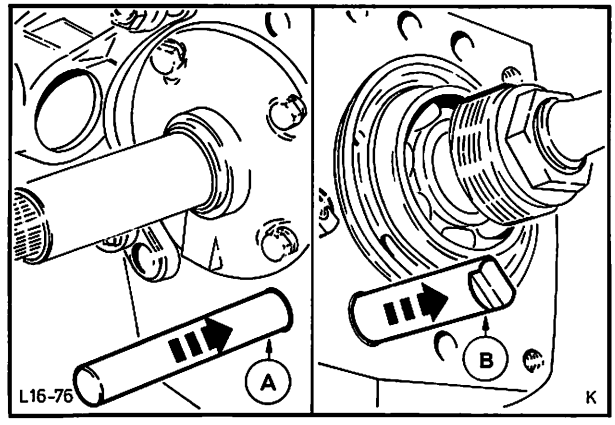

Abb. 92 Vorgelegewelle mit Werkzeug 16-003 herausschieben
16. Vorgelegewelle aus dem Preßsitz von vorn nach hinten heraustreiben und mit Spezialwerkzeug 16-003 herausschieben, Abb. 92.